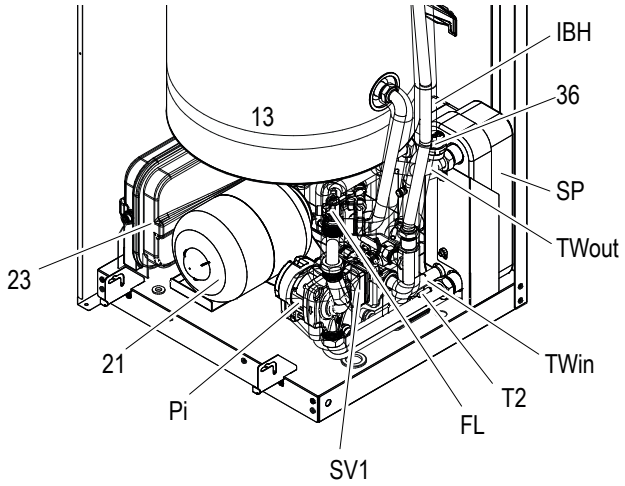
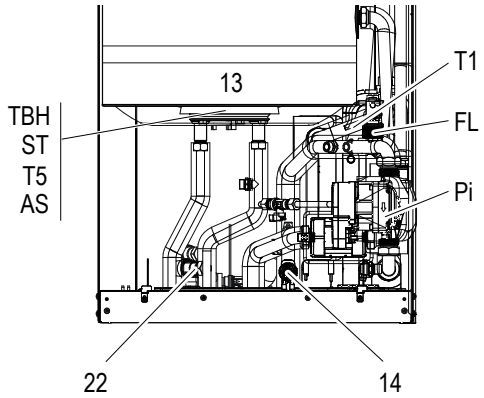
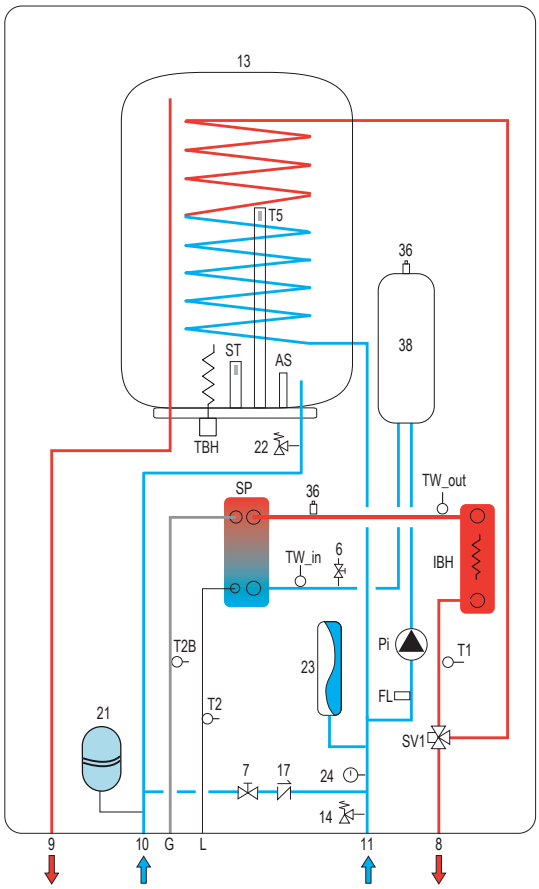
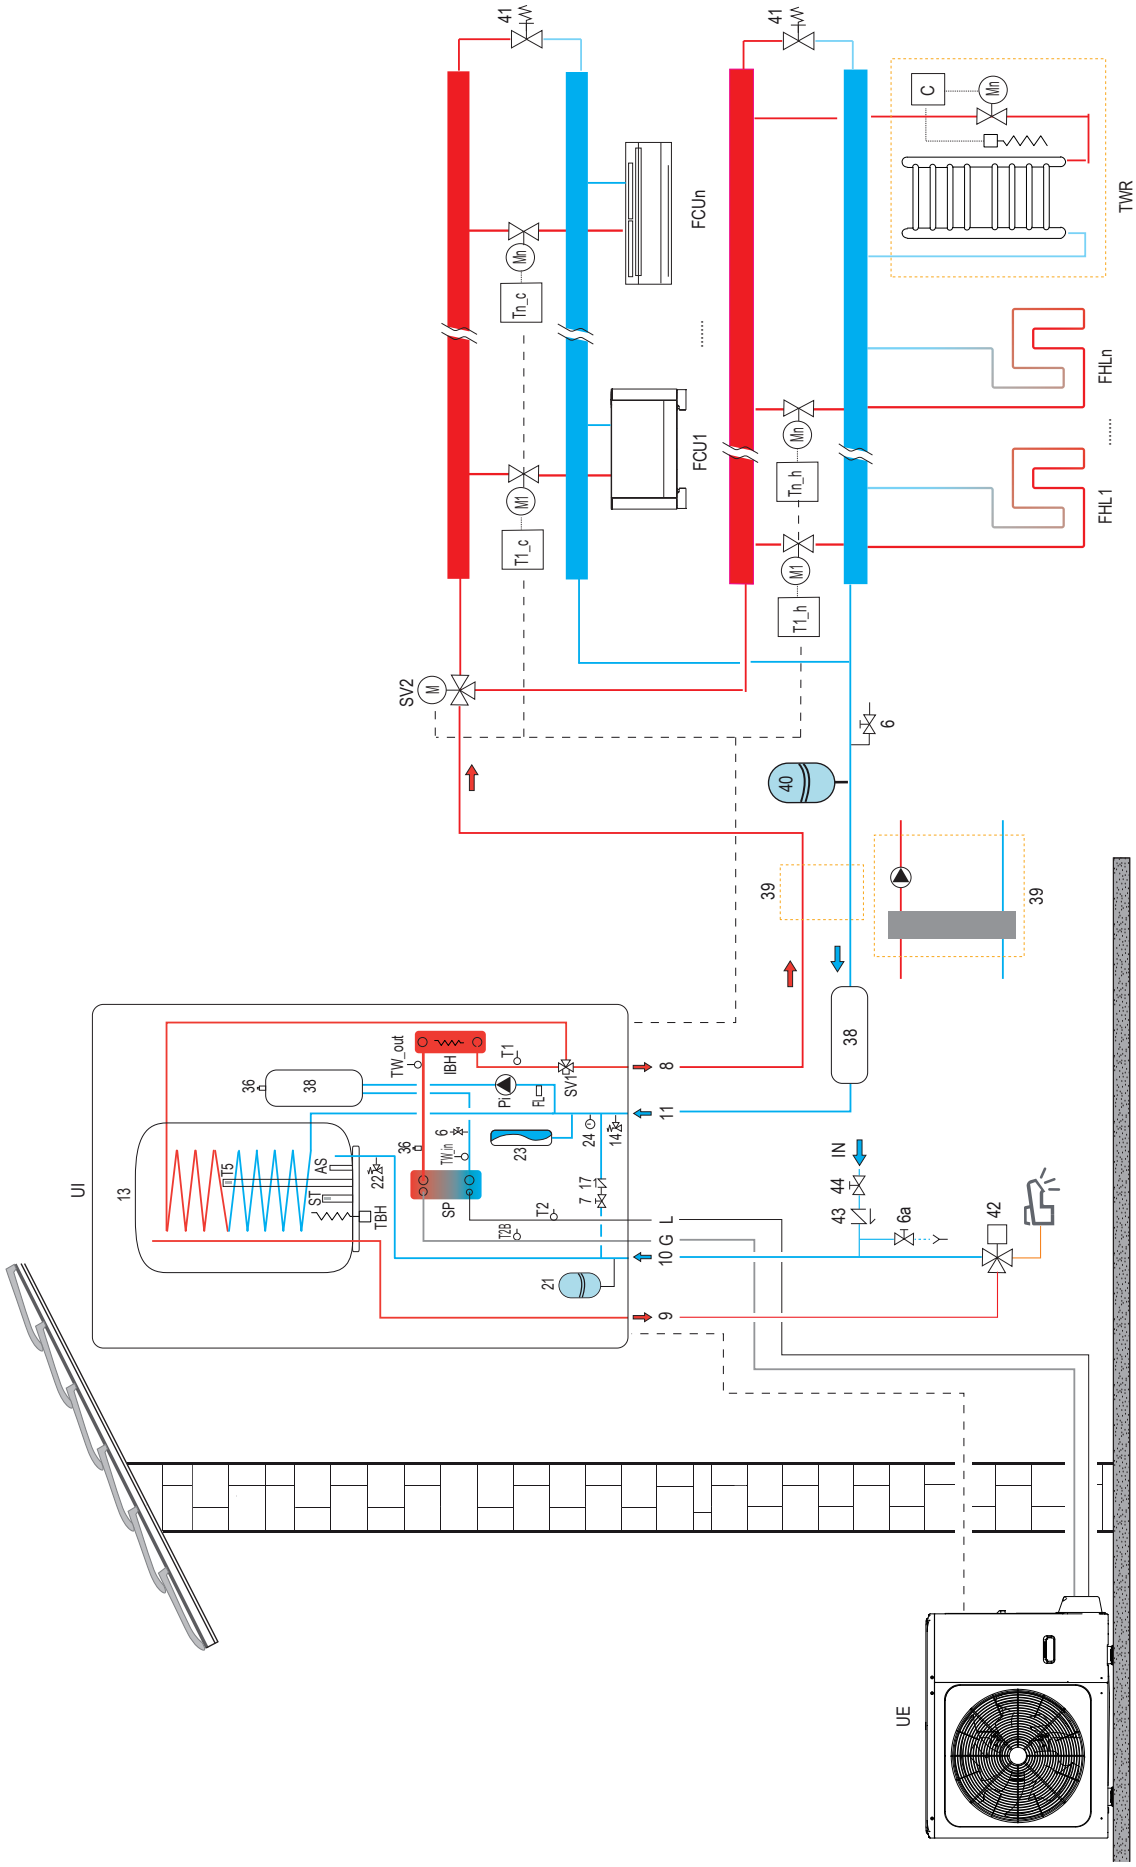

fig. 4 - Pamja e përgjithshme
fig. 5 - Përshkrimi i komponentëve - pamja e përparme (pa ref 21 dhe 23)
fig. 6 - Skema hidraulike e njësisë së brendshme
fig. 7 - Skema të thjeshtuara të sistemit
LEGJENDA ("fig. 4 - Pamja e përgjithshme", "fig. 5 - Përshkrimi i komponentëve - pamja e përparme (pa ref 21 dhe 23)", "fig. 6 - Skema hidraulike e njësisë së brendshme", "fig. 7 - Skema të thjeshtuara të sistemit"
Për legjendën e fig. 7, referojuni faqes së mëparshme.